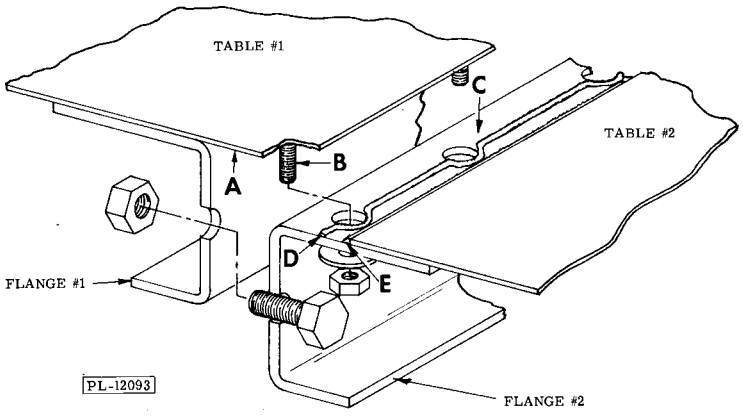

Fig. 3
E.3 When the assembled table surface (A, Fig. 3) with its threaded studs (B, Fig. 3) is set over and onto flange surface (C, Fig. 3) then the ends of the two table surfaces (A & C, Fig. 3) are brought together. Before this assembly, prepare the junction for sealing by the following method:
E.3.1 Thoroughly clean mating surfaces (the underside of the table surface (A, Fig. 3) with the studs (B, Fig. 3) and the top flange surface (C, Fig. 3) with a clean cloth.
E.3.2 Use the small acid brush (from kit) and smoothly apply sealant primer (from kit) to both the cleaned mating surfaces (A & C, Fig. 3) completely across the width of the tables, then up the table rim and rim flange.
E.3.5 Apply two continuous beads (D & E, Figs. 3 & 4) of Silastic 3/32" thick on flange surface (C, Fig.3): One bead (E, Figs. 3 & 4) along the table surface junction and the second bead (D, Figs. 3 & 4) on the flanged surface and around clearance holes as shown.
E. 3.6 Now the mating table #1 (Fig. 3) with the studs (B, Fig. 3) should be set in place. All nuts and bolts should be assembled and tightened. The Silastic which is forced upward through the crack at the table junction should now be wiped off. Any smeared Silastic should not be allowed to cure as it then becomes very difficult to remove this material from the table surface.
NOTE: Do not over-tighten the nuts on studs (B, Fig. 3) as you may pull the stud from the table top.